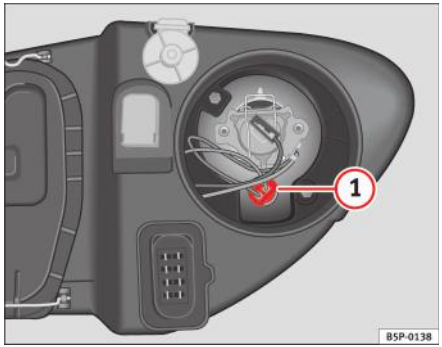

Fig. 169 Lămpile de poziție laterale
– Scoateți soclul lămpii ⇒ fig. 169 (1).